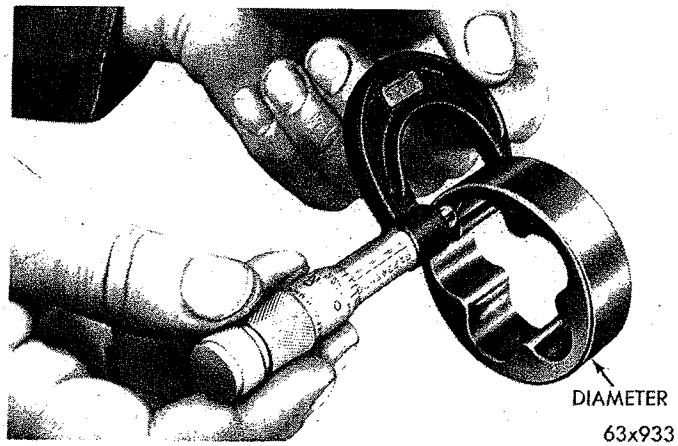
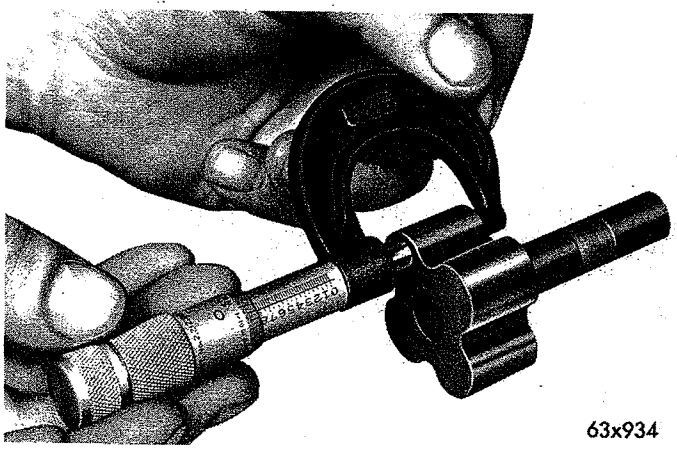

*Fig. 55—Measuring Outer Rotor Thickness*
*Fig. 56—Measuring Inner Rotor Thickness*
(3) Measure diameter and thickness of outer rotor. If outer rotor measures less than .998 inch (Fig. 55) and the diameter is less than 2.244 inches, install a new outer rotor.
(4) Measure thickness of inner rotor.
(5) If inner rotor measures less than .998 inch, a new inner rotor should be installed (Fig. 56).